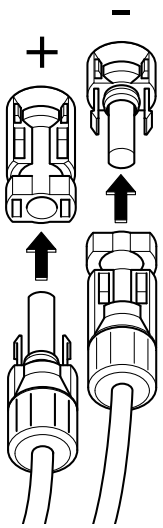

Abb. 33: PV-String anschließen
5. Die Buchsen und Stecker der DC-Leitungen am Wechselrichter einstecken. **Abb. 33** Die Dichtstopfen aus den Steckverbindern aufbewahren.